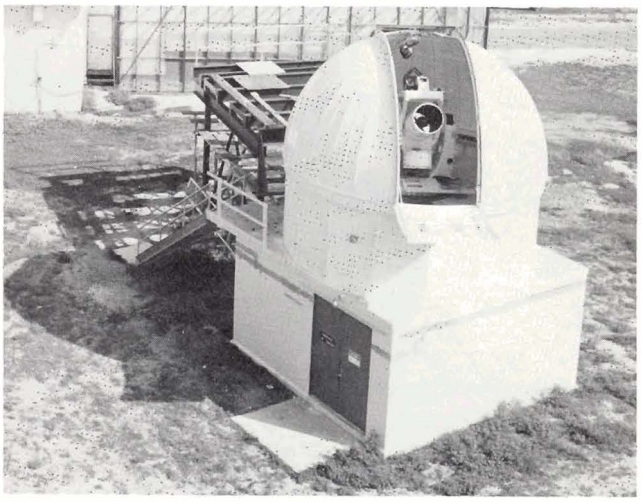

Figure 3. The LITE laser radar is one of three sensors that comprise the Army Optical Station.
■ LITE (Laser Infrared Tracking Experiment) (fig 3) is an active infrared laser used to develop a data base of laser cross-sections of the various reentry bodies and the particulate wake. The